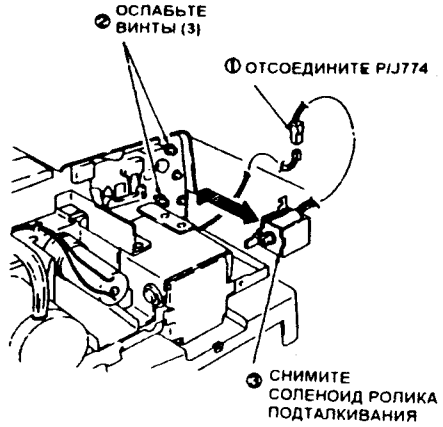

Рис. 1 DUP4-083
3. (Рис. 1): Снимите соленоид ролика подталкивания.